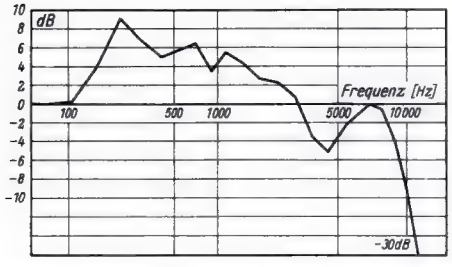
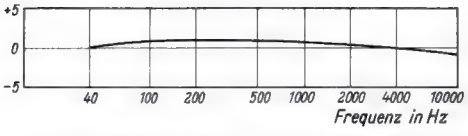
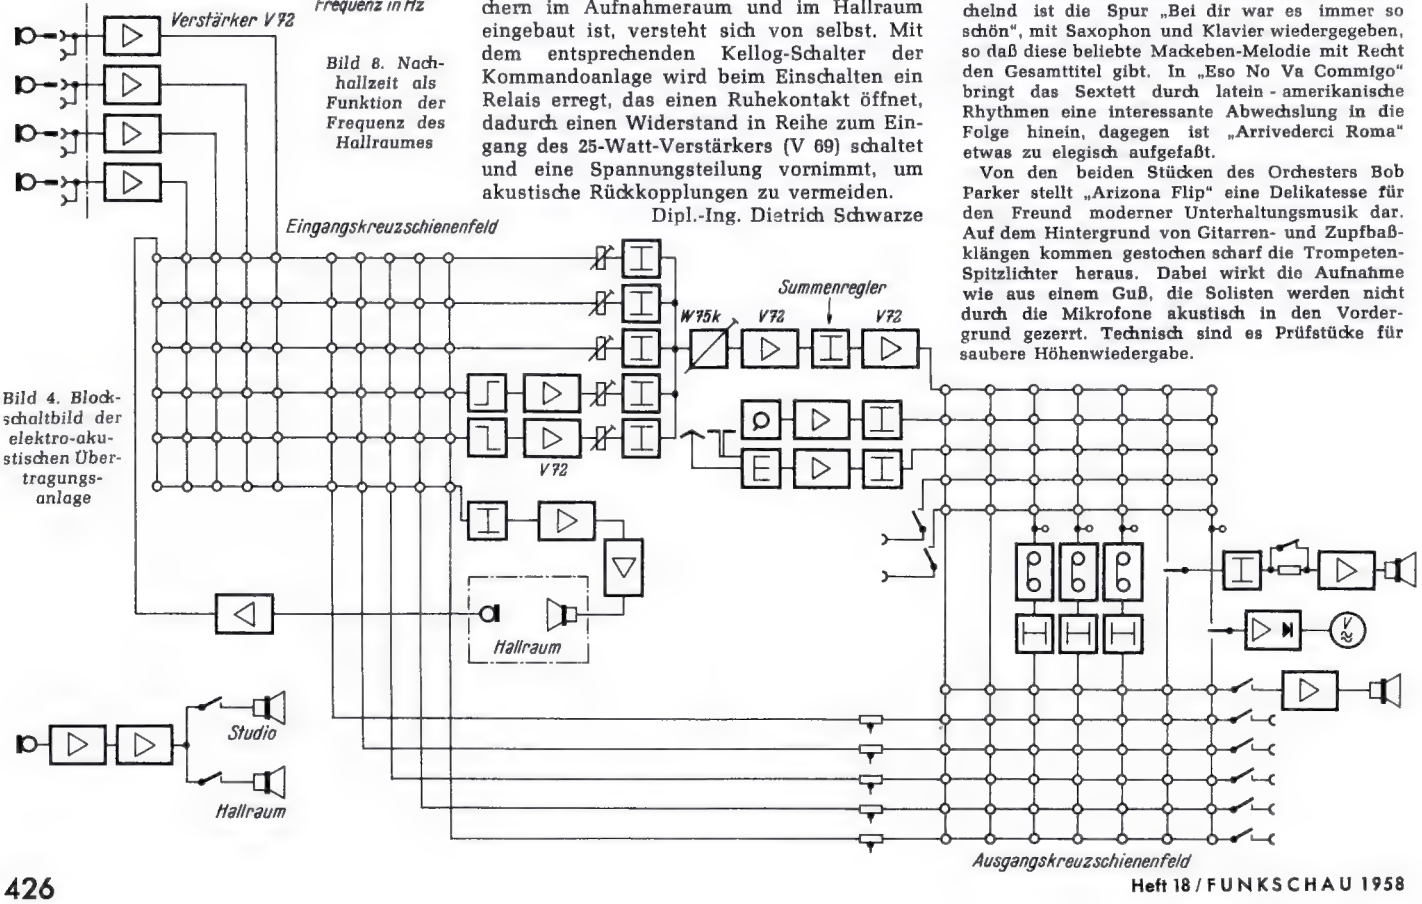

Bild 6. Wie Bild 5, jedoch Meßmikrofon im Abstand von 1,5 m ca. 45° seitlich zur Lautsprecherachse, dem Sitz des Toningenieurs
Bild 7. Frequenzverlauf der Übertragungsanlage (relative Pegel in dB)
Bild 4. Blockschaltbild der elektro-akustischen Übertragungsanlage
In Bild 4 rechts befindet sich ein Isolierbrettchen; es trägt die drei Widerstände, den Zündkondensator und in der abgewendeten Seite die Kontrollglimmröhre. Für sie ist ein Schauloch durch das Gehäuse zu bohren. Ferner wird auf der in Bild 4 dem Beschauer zugewendeten Seite ein kleiner Blattfederkontakt (k 1) montiert. Ein aufgekitteter Isolierpimpel ragt zur Betätigung durch ein weiteres Loch im Gehäuse nach außen. Der Zündübertrager (Kreuzspulenwicklung) ist in der linken Kammer von Bild 4 untergebracht. Das gesamte Blitzlampenteil ist auch fertig montiert von der in der Stückliste genannten Firma lieferbar.
An Hand des Blockschaltbildes (*Bild 4*) sei die Gesamtanlage erläutert. Im Aufnahmeraum befinden sich vier Mikrofoneingänge, die wahlweise mit einem Kondensator-Mikrofon oder einem dynamischen Mikrofon beschaltet werden können. Diese vier Mikrofonkanäle führen über die entsprechenden Vorverstärker V 72 auf das Eingangs-Kreuzschienenfeld des Regietisches. Mit sechspoligen Kleintuchelsteckern können die Eingangskanäle entweder direkt auf die Flachbahnregler W 68 der Firma *Eckmiller* oder über den Hörspielverzerrer H V 53 bzw. den Hoch-Tief-Entzerrer W 86 in Kombination mit je einem V 72 geschaltet werden. Die fünf Regler führen auf den Bandpaß – W 75k – V 72 – Summenregler – V 72 auf das rechte obere Kreuzschienenfeld mit einem Pegel von 6 dB. Wiederum mit Kleintuchelsteckern können jetzt drei Magnetbandgeräte der Type M 5 gesteckt werden. Mit Hilfe zweier Kellog-Schalter kann selbstverständlich vor und hinter Band abgehört und gleichzeitig das Lichtzeigerinstrument U 70 (V) kontrolliert werden. Zum Abhören dient der große Telefunken-Schrank mit eingebautem Leistungsverstärker V 69. Meßergebnisse dieses Abhörschrankes zeigen *Bild 5* und *Bild 6*. Auf der unteren Hälfte des rechten Kreuzschienenfeldes befindet sich das Ausgangsfeld, das ebenfalls an jeder Stelle einen Pegel von 6 dB aufweist. Zwei durchgehende vertikale Schienen des rechten Feldes gestatten eine direkte Umspielung von einer auf die anderen beiden Maschinen. Der Frequenzgang der Gesamtanlage ist *Bild 7* zu entnehmen.